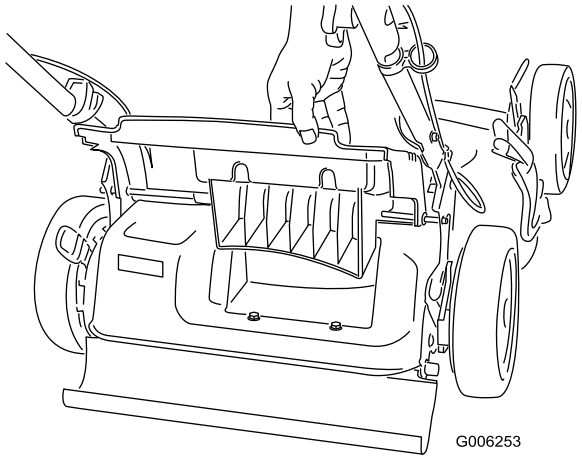

Bild 21
1. Heben Sie die hintere Klappe an und halten Sie sie hoch (Bild 21).